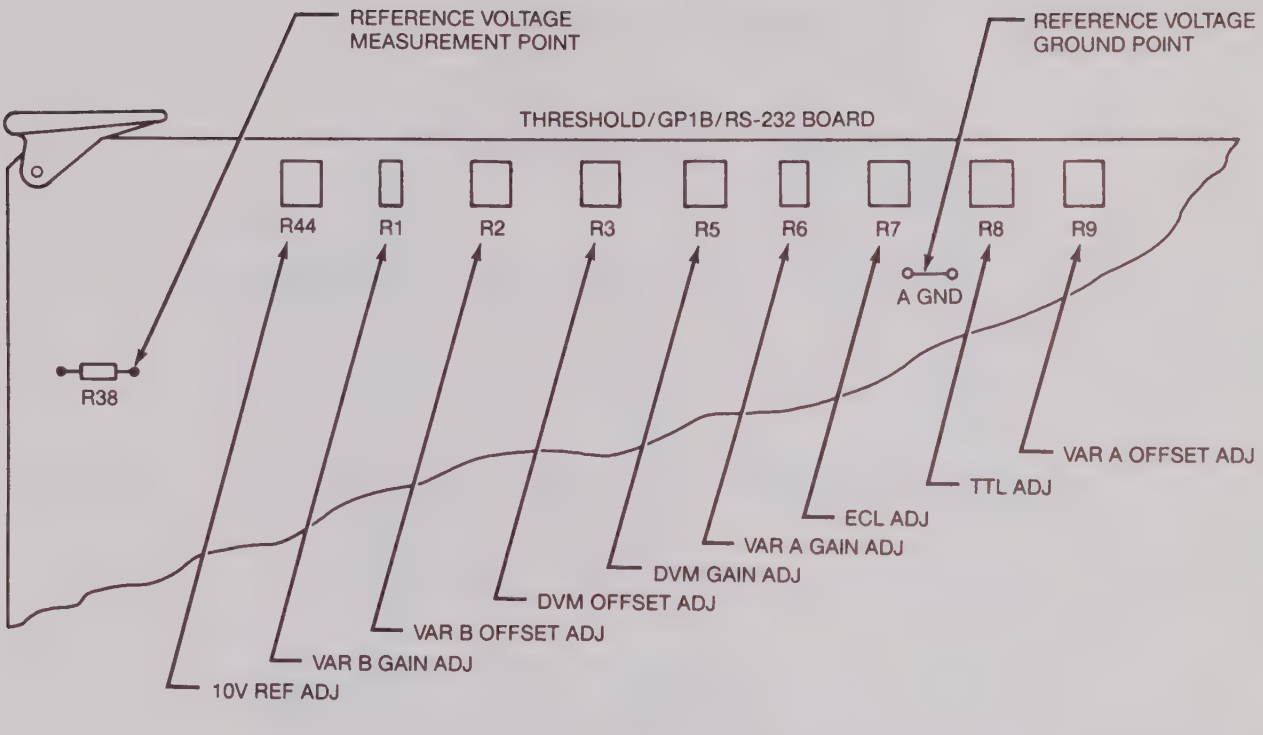

Figure 3-6. Threshold/GPIB/RS-232 Board Adjustments
The location of potentiometers to accomplish the various adjustments are shown in Figure 3-6. The following tools and test equipment are required to make these adjustments:
3. Connect external DVM reference (-) to the board A GND test point, and connect the DVM (+) input to the right side of resistor R38. (These connection points are shown in Figure 3-6.)
The user must provide an external voltage source of +20.000 +/- 3Mv DC that is used to calibrate the K205 Digital Voltmeter (DVM) circuit. The adjustment controls for DVM GAIN (R5) and DVM OFFSET (R3) are located on the Threshold/GPIB/RS-232 Board shown in Figure 3-6.